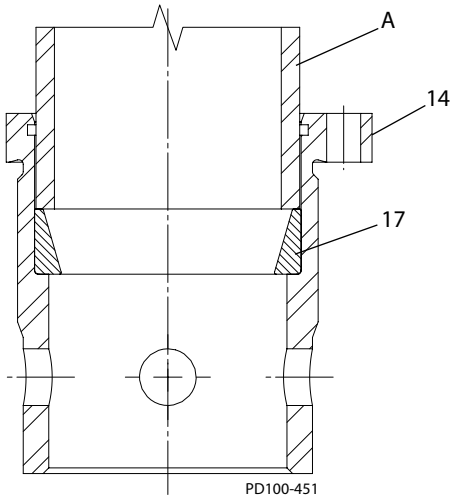

Afbeelding 46 - Op de achterste lagerschaal drukken
1. Druk de achterste lagerschaal (Afbeelding 46, item 17) in het lagerhuis (item 14) door gebruik van een schuifapparaat (item A).